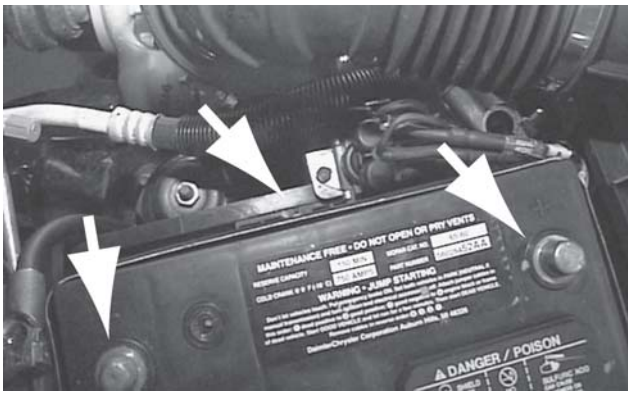

Fig. 6a
a. Use a battery terminal puller to disconnect the negative (-) leads from both batteries. (see figure 6a)
b. Use a battery terminal puller to disconnect the positive (+) leads from both batteries. (see figure 6a)
c. Loosen and remove the clamps that hold the batteries firmly in the battery trays. (see figure 6a)